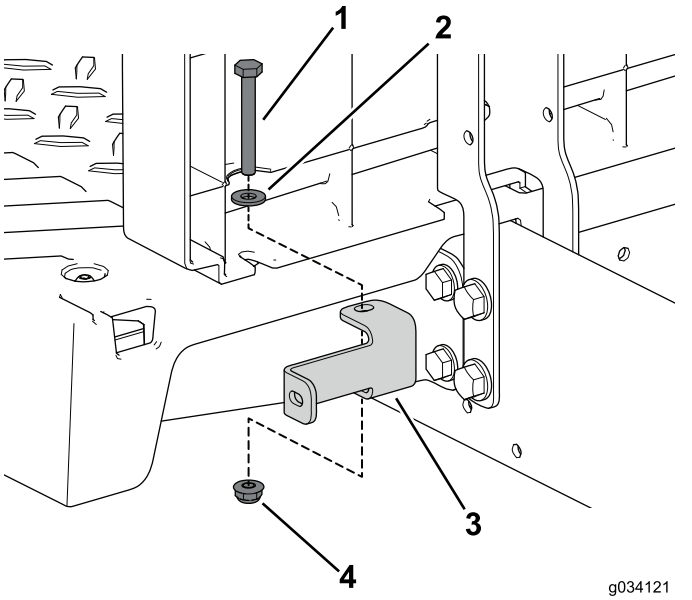

Рисунок 41
6. С помощью 2 болтов (1/4 x 2 дюйма), шайбы и контргайки прикрепите левый и правый кронштейны панели к автомобилю (Рисунок 41).